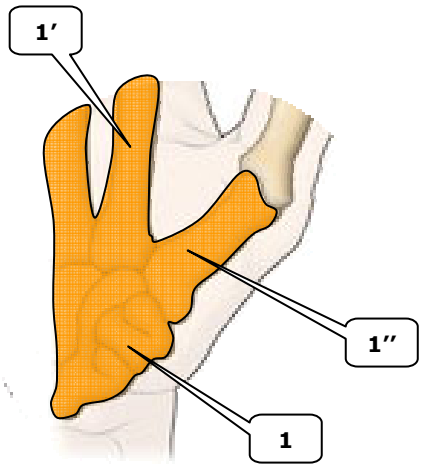

Figure 4 : (1), (1') et (1'') sont dans la même classe d'équivalence
➘ **Contrainte C2 :** (1), (1') et (1'') sont dans la même classe d'équivalence. (voir fig.4)